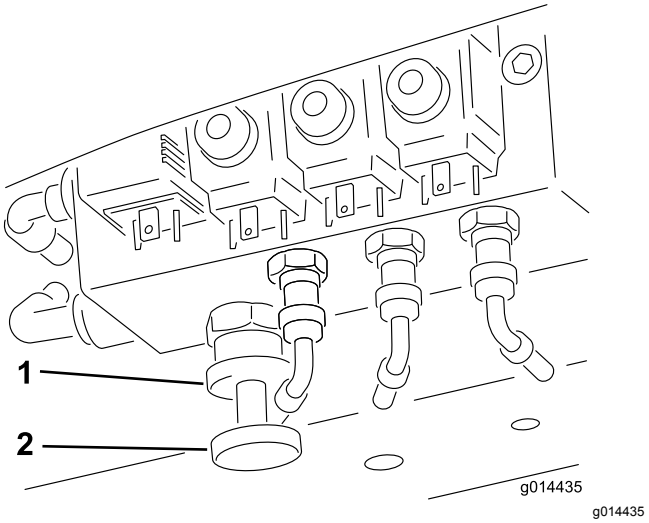

Figuur 32
Om de gewichtsoverbrenging in te schakelen: De mate van gewichtsoverbrenging kan afgestemd worden op de maaiomstandigheden door het handwiel van de gewichtsoverbrenging (Figuur 32) als volgt te draaien:
1. Draai de borgmoer van de klep een halve draai linksom los en houd vast (Figuur 32).
2. Draai het handwiel van de klep (Figuur 32) linksom om de gewichtsoverbrenging te verkleinen of rechtsom om de gewichtsoverbrenging te vergroten.